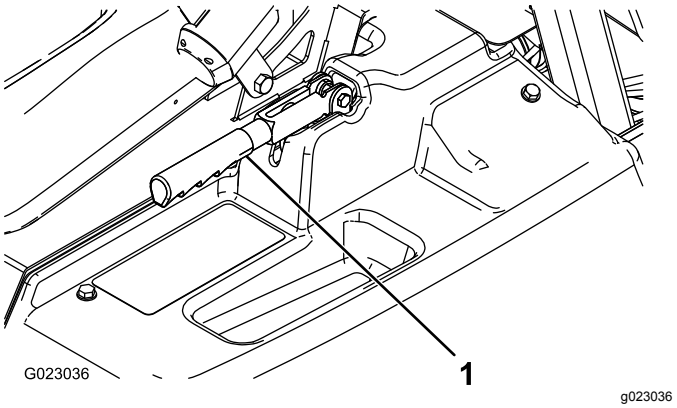

**Rysunek 51**
2. Poluzuj śrubę ustalającą mocującą gałkę do dźwigni hamulca postojowego (Rysunek 51).